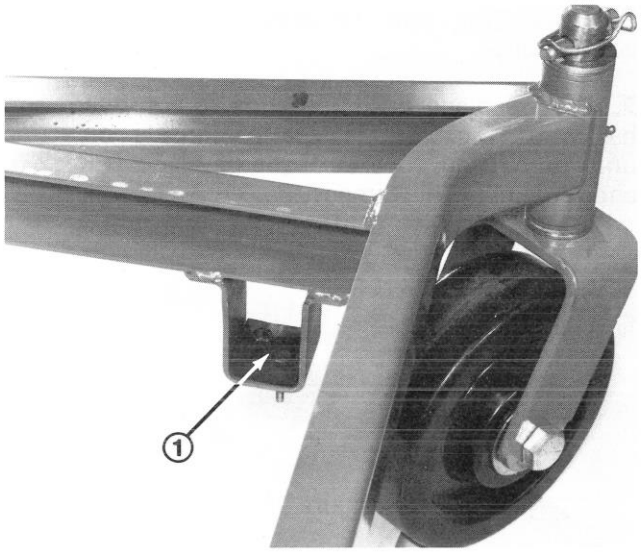

Figure 32
2. Check to make sure front height-of-cut pins are resting properly on frame cushions (Fig. 32). If pins are not resting properly, place a shim or shims under cushion to raise it for proper alignment.